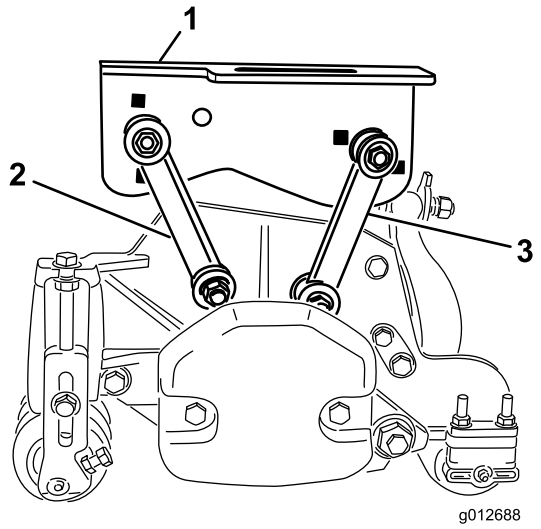

Figur 17
- Fastgør de forreste monteringsled til bærerammens midterste huller med en bolt (3/8 x 2-1/4 tomme), 2 flade spændeskiver og en låsemøtrik som vist i Figur 17. Placer en spændeskive på hver side af leddet, når det monteres. Tilspænd fastgørelsesanordningerne til 42 N·m.
- Fastgør de bageste monteringsled til bærerammens midterste huller med en bolt (3/8 x 2-1/4 tomme), 2 flade spændeskiver og en låsemøtrik som vist i Figur 17. Placer en spændeskive på hver side af leddet, når det monteres. Tilspænd fastgørelsesanordningerne til 42 N·m.